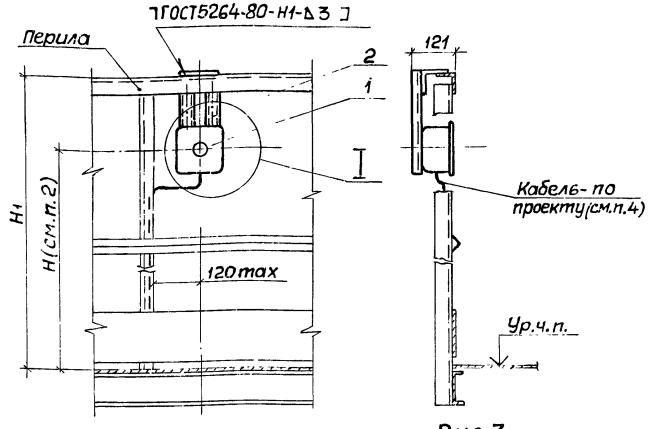

Рис.3
5. Зануление коробки выполняется „шлейфом" нулевой жилы кабеля – см. рис.3.